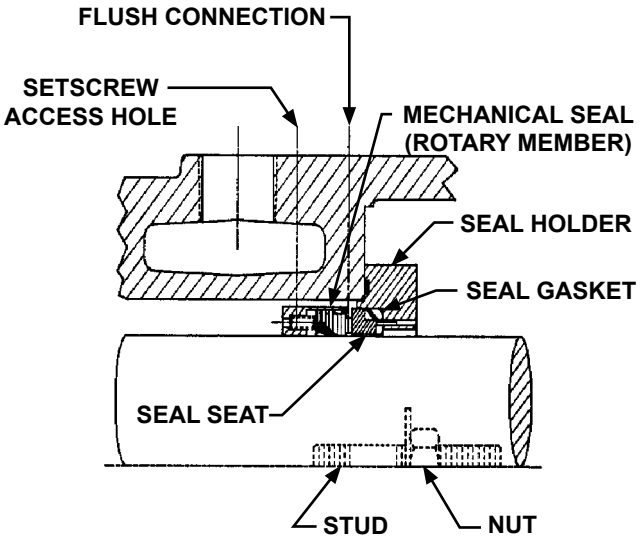

FIGURE 9
3. PTFE Wedge **(Figure 9, page 9)**